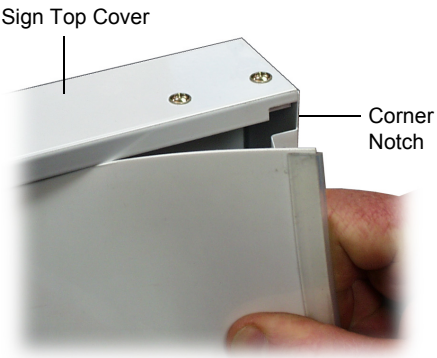

Figure 11: Removing Sign Panel
2. Start at one of the top corners of the sign unit and pull the sign panel out from under the sign top cover (see figure 11 below).